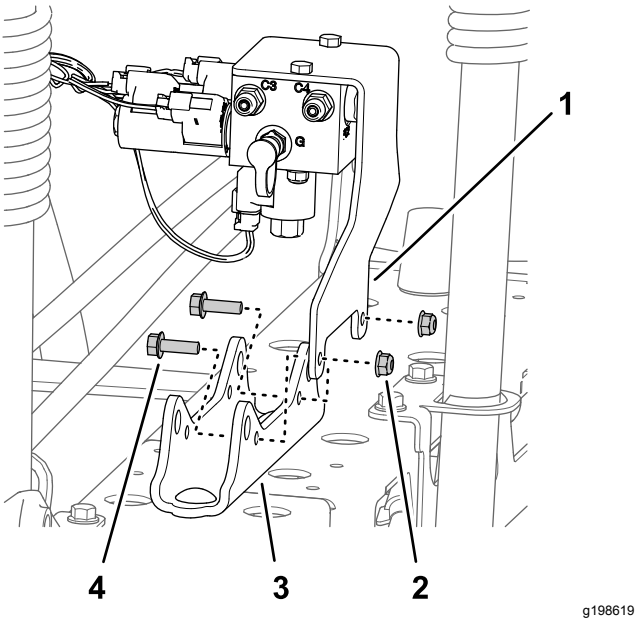

Rysunek 41
- **W przypadku maszyn bez opcjonalnego zestawu ultradźwiękowego poziomowania wysięgników:** wykręć 2 nakrętki zabezpieczające kołnierzowe (5/16 cala) i 2 śruby kołnierzowe (5/16 x 1 cal) mocujące wspornik rozdzielacza podnoszenia sekcji do mocowania siłownika i odłącz rozdzielacz i wspornik od mocowania siłownika (Rysunek 41).